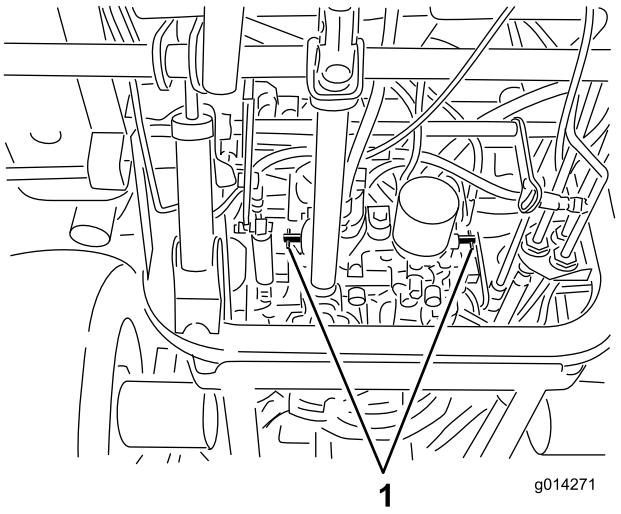

**Figur 34**
4. Drej hver omløbsventil én omgang mod uret (Figur 34).
Drej begge omløbsventilerne én omgang med uret, og spænd dem med håndkraft (med et moment på ca. 8 Nm) (Figur 34).